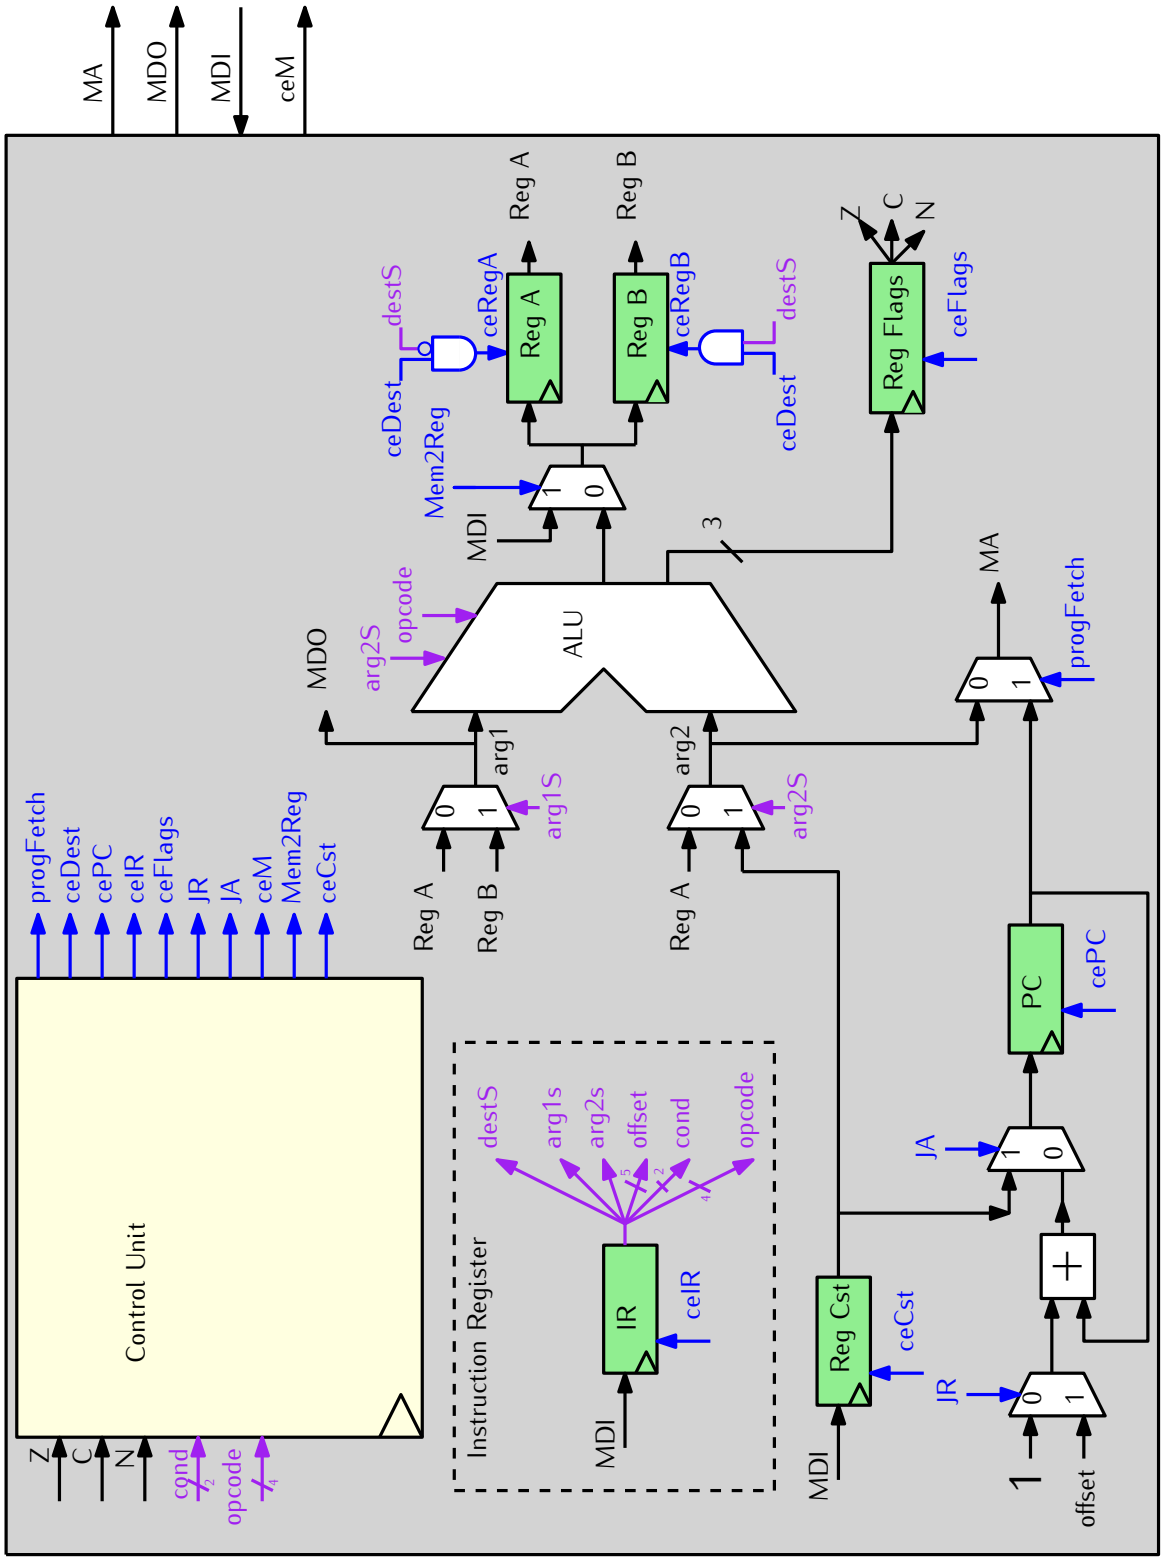
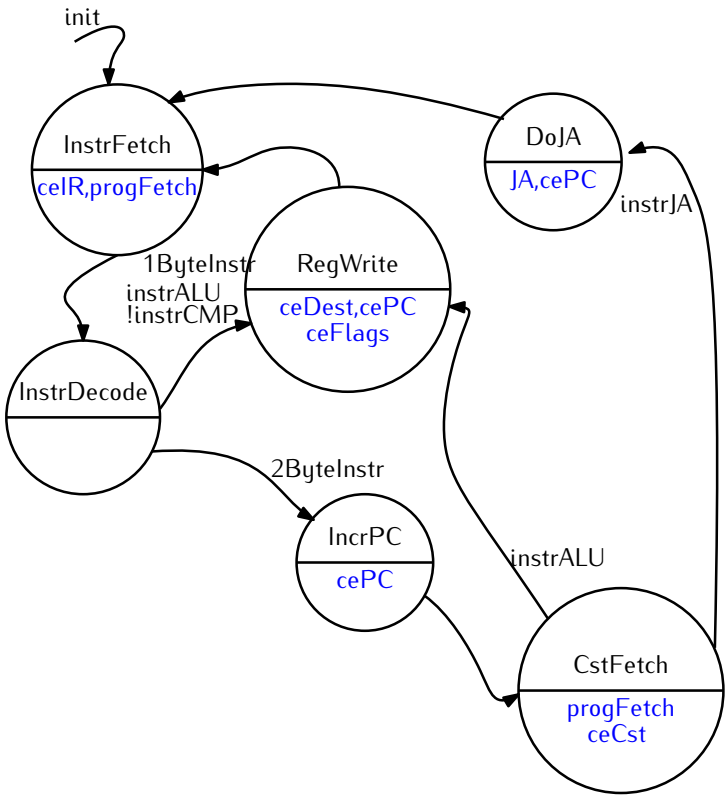

FIGURE 1 – Le datapath de notre micro-machine.
FIGURE 2 – Automate de la version initiale de notre micro-machine Digital.
Ici, la Figure 2 donne l’automate correspondant à cette version initiale. La Figure 1 (voir pages précédentes) donne une version complète du Datapath qu’on cherche à construire.
Récupérez les fichiers `mm-minimale.dig` `ALU.dig` et `Reg.dig` sur la page moodle du module. Ouvrez ces fichiers dans Digital. Faites le lien entre le fichier `mm-minimale.dig` et les Figures 1 et 2. En particulier, vous prendrez soin de repérer l'ALU, l'automate de contrôle, les registres `A`, `B`, `PC` et `CST`.
- Suivez le comportement de votre programme dans le processeur. Attention, chaque `TOP` de l'horloge, déclenche une transition dans l'automate de contrôle. Suivez donc cela sur le dessin de la Figure 2.
- Comme dans la Figure 2, ajoutez dans l'état `regWrite` la mise à jour du signal d'écriture dans le registre `Flags` (ceFlags).